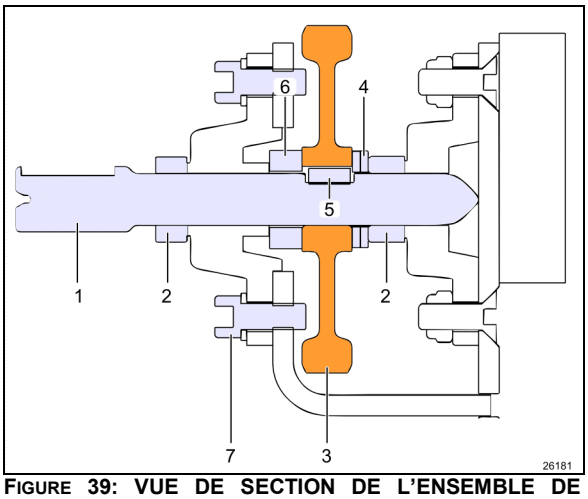

FIGURE 39: VUE DE SECTION DE L'ENSEMBLE DE PIGNON
1. Dévisser toutes les vis de pression sur les fourches de l'arbre d'entraînement (item 4 dans les TABLEAUX DES COUPLES DE SERRAGE). Glisser l'arbre d'entraînement vers le réducteur pour enlever la fourche de l'arbre de pignon. (Item 1, Figure 39)